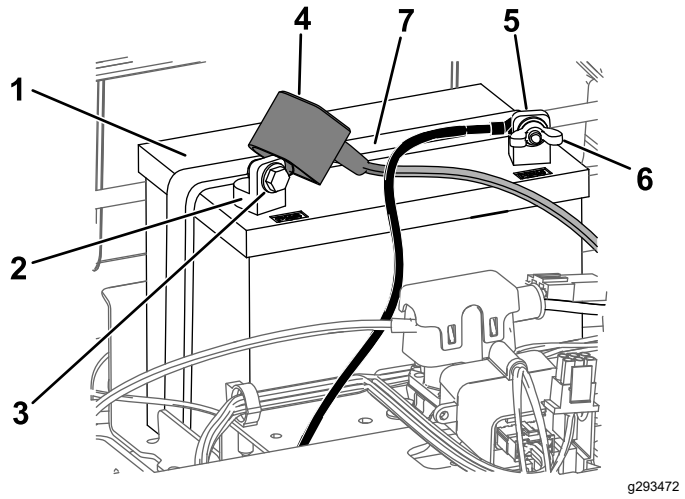

Figur 49
4. Tag det sorte minusjordkabel af batteriets pol (Figur 49).
6. Tag det (røde) positive kabel af batteriets pol (Figur 49).
7. Fjern batteritilholderen (Figur 49) og løft batteriet op fra batteribakken.
1. Placer batteriet i bakken (Figur 49).
5. Fastgør batteriet med tilholderen (Figur 49).